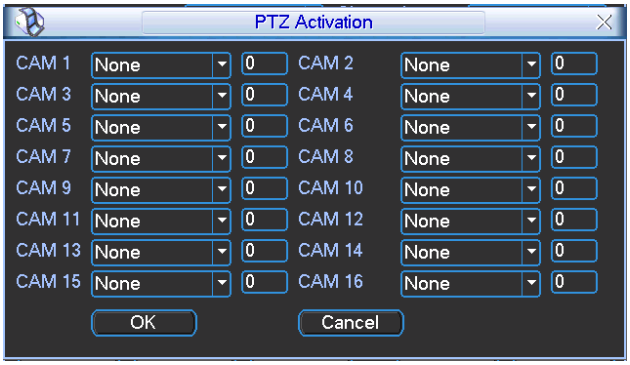

Figure 4-27
- PTZ activation: Here you can set PTZ movement when an alarm occurs. Such as go to preset, tour &pattern when there is an alarm. Click “select” button, you can see an interface is shown as in Figure 4-27.